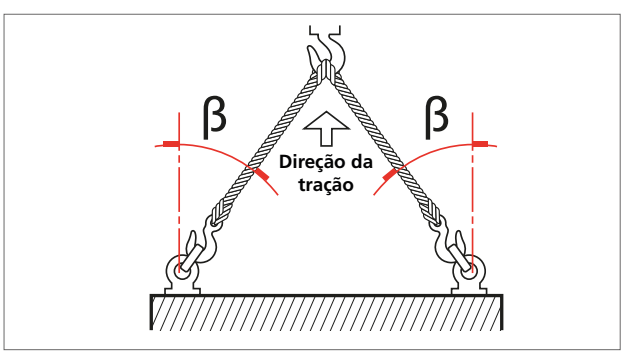

Fig 7.2 Ângulo de içamento
- Ângulo β devem estar entre 0° e 45° como mostrado na Fig. 7.2)